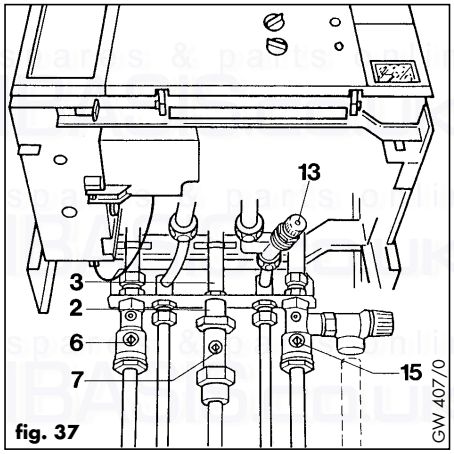

fig. 37
- Ensure the cold water shut-off valve (13, fig. 37) is open by turning anti-clockwise.
- Open the gas service valve (7, fig. 37)
- Check that the CH service valves (6 and 15, fig. 37) are open.